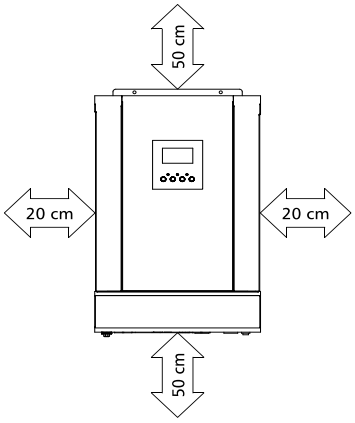

Figure 4: Minimum distance to walls and other objects
- Achten Sie darauf, dass andere Gegenstände und Oberflächen mindestens so weit vom installierten Wechselrichter entfernt sind, wie in Abbildung 4 rechts gezeigt, um eine ausreichende Wärmeableitung zu gewährleisten und genügend Platz zum Entfernen von Drähten zu haben